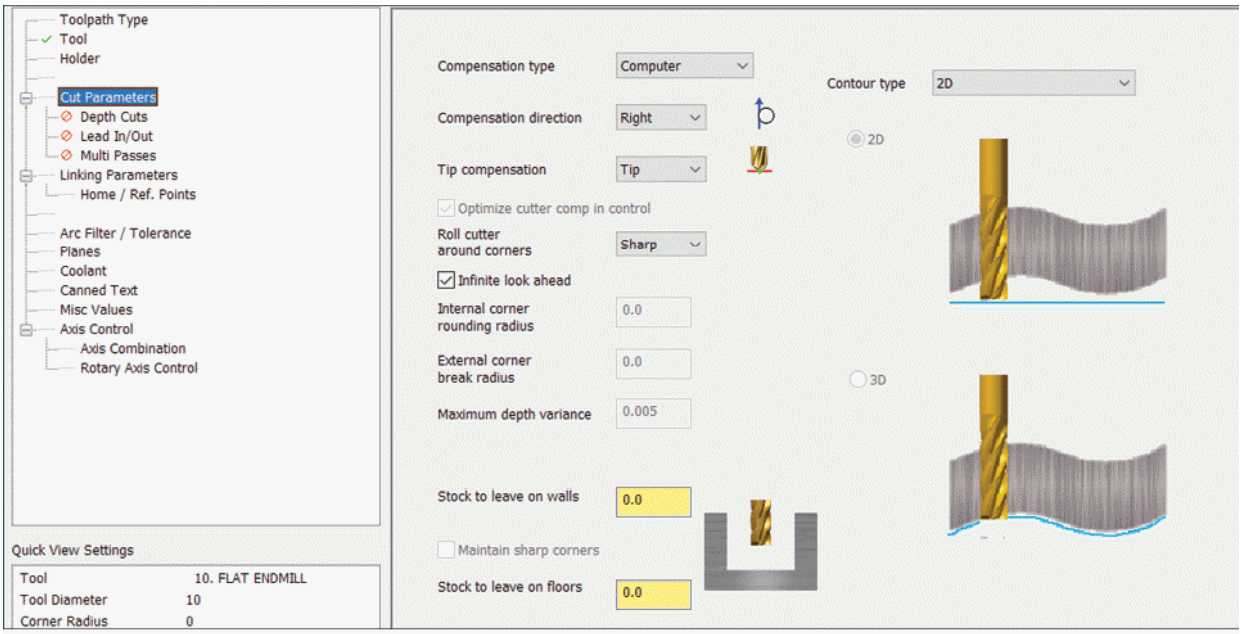

Figure-5. Cut Parameters page for face contour tool
- Click on the **Cut Parameters** option from the top left box in the dialog box. The options will be displayed as shown in Figure-5.